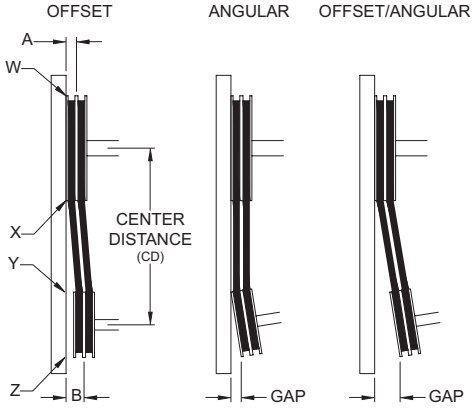
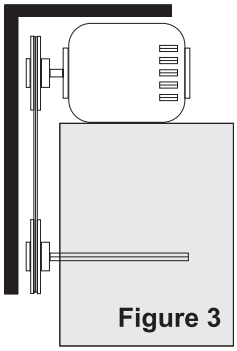

Figure 2
Figure 3
4. Ensure pulleys are properly aligned. Refer to *Figure 2*.
Figure 2 indicates where to measure the allowable gap for the drive alignment tolerance. All contact points (indicated by WXYZ) are to have a gap less than the tolerance shown in the table. When the pulleys are not the same width, the allowable gap must be adjusted by half of the difference in width (as shown in A & B of *Figure 2*). *Figure 3* illustrates using a carpenter’s square to adjust the position of the motor pulley until the belt is parallel to the longer leg of the square.